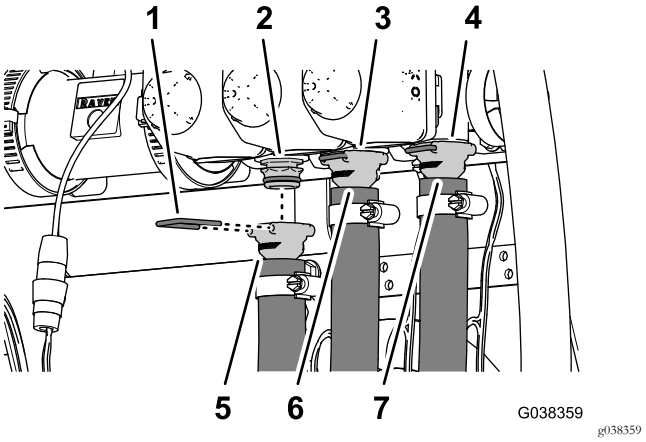

Figura 80
2. Monte a união estriada reta do tubo de fornecimento do tubo de fornecimento da rampa esquerda na união de ligação rápida na válvula de secção da rampa esquerda (Figura 80).
3. Monte a união estriada reta na união de ligação rápida com o retentor que foi fornecido com o tubo (Figura 80).